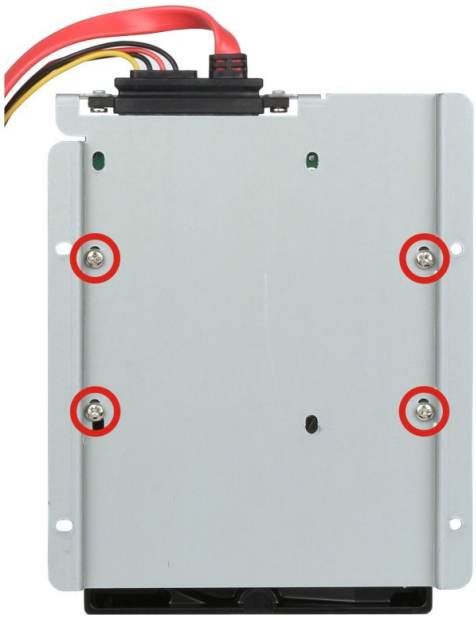

Figure 3-10: 3.5” HDD Retention Screws
Step 4: **Secure the hard drive to the bracket**. Secure the hard drive to the bracket with four retention screws as shown in **Figure 3-10**.